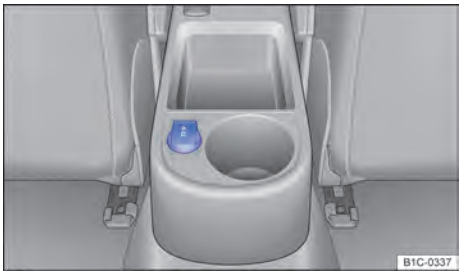

Fig. 104 Tomada 12 V no console central traseiro. ▶
- No console central traseiro ⇒ Fig. 104.